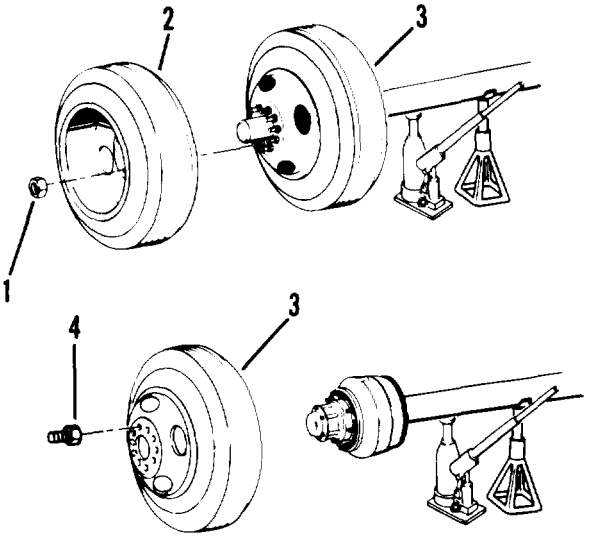

Figure 3-8. Jacking and tire removal
c. Position jack under axle closest to where tire(s) will be removed (figure 3-8).
d. Loosen, but do not remove ten lug nuts (1).
f. Remove ten lug nuts (1) and tire (2).